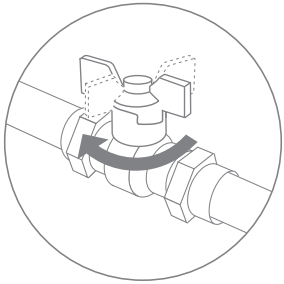

Рис. 5
2. Перед началом работ перекройте подачу холодной воды к месту подключения (рис. 5) и сбросьте давление воды в системе, открыв вентиль смесителя.